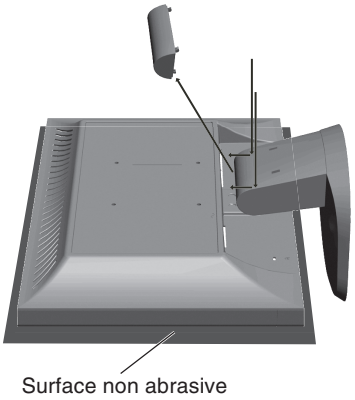

Figure R.1
2. Retirez le couvercle à charnières (**Figure R.1**).
3. Placez le moniteur face vers le bas sur une surface non abrasive (**Figure R.1**).
1. Placez le moniteur face vers le bas sur une surface non abrasive (**Figure R.1**).